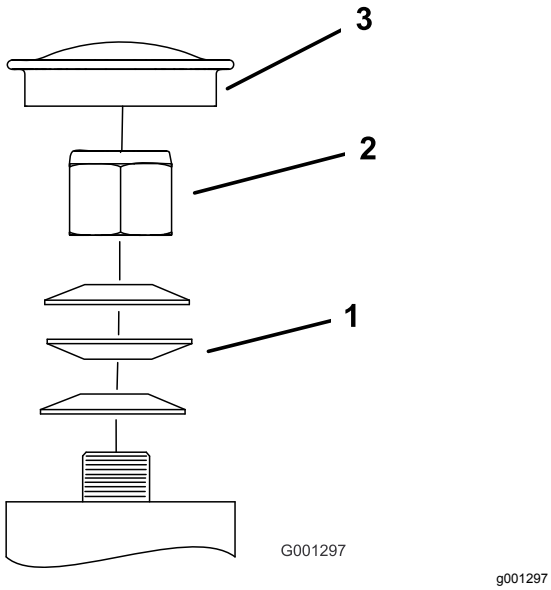

Figur 79
3. Ta av dammkåpan från hjulet och dra åt låsmuttern (Figur 79).
4. Dra åt låsmuttern tills fjäderbrickorna är plana och släpp sedan efter ¼ varv för att få rätt förbelastning på lagren (Figur 79).
Viktigt: **Kontrollera att fjäderbrickorna har monterats korrekt enligt Figur 79.**
5. Montera dammkåpan (Figur 79).